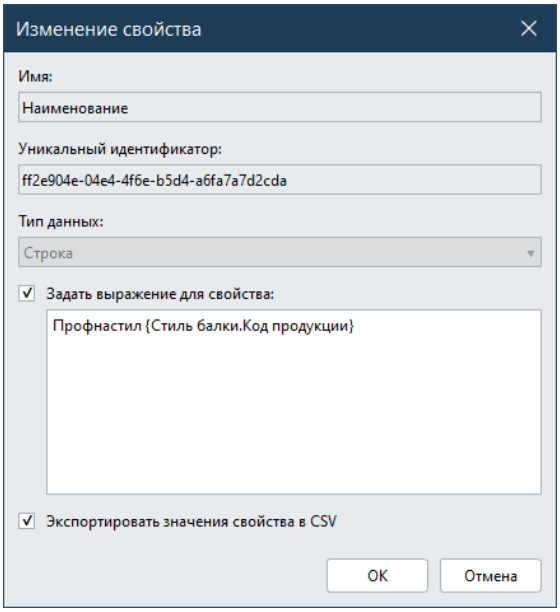

Рисунок 3
- Выделите в списке свойств на правой панели свойство «Наименование» и откройте окно свойства двойным щелчком мыши (см. Рисунок 3)